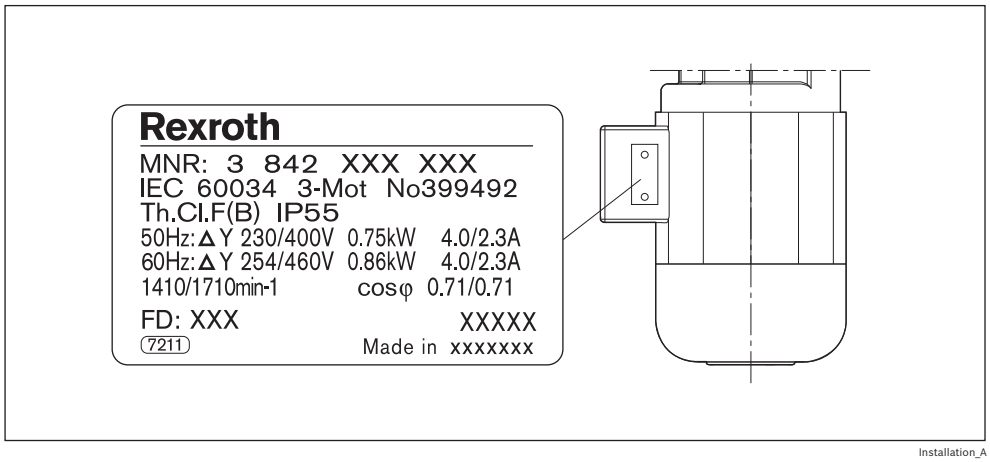

Fig. 58: Targhetta tecnica motore (esempio)
- Osservare i valori di allacciamento elettrici sulla targhetta motore, vedi Fig. 58 a pagina 71.